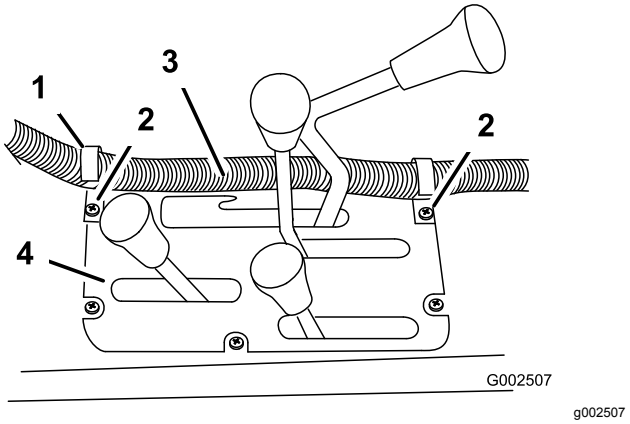
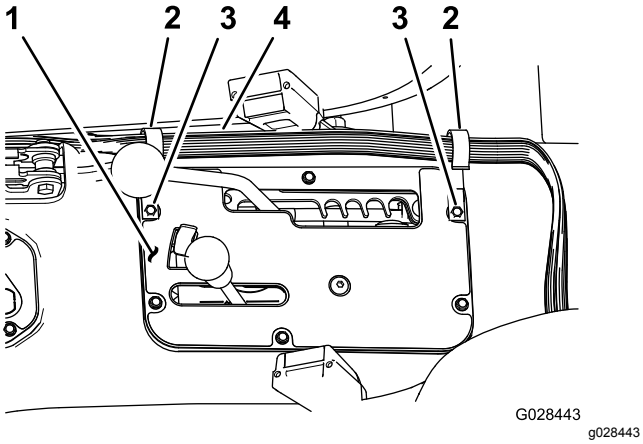

Figur 20
Figur 21
1. Montera två J-klämmor i mittkonsolen på punkterna vid Figur 20 eller Figur 21 med de befintliga skruvarna.